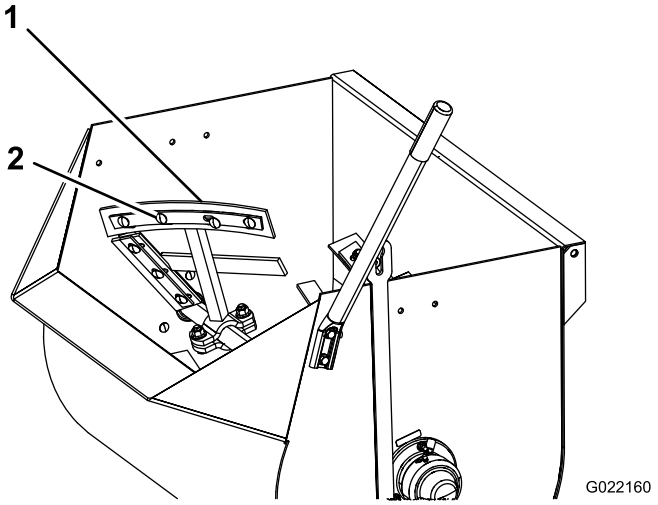
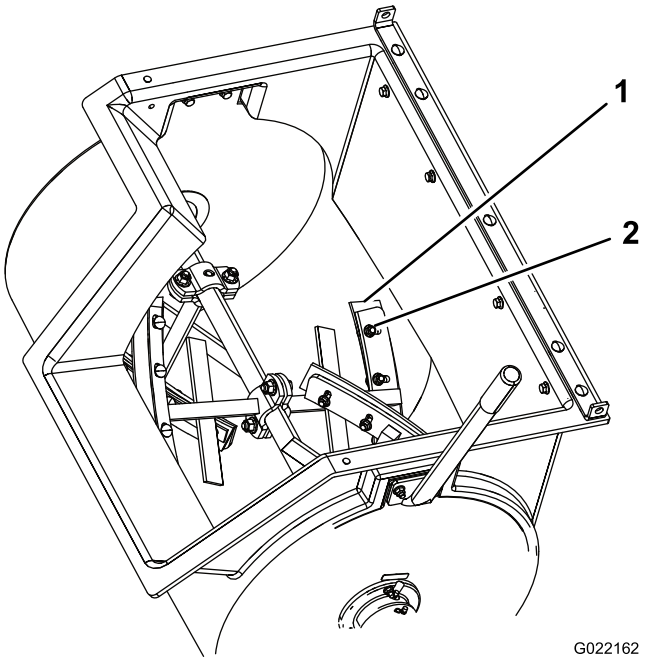
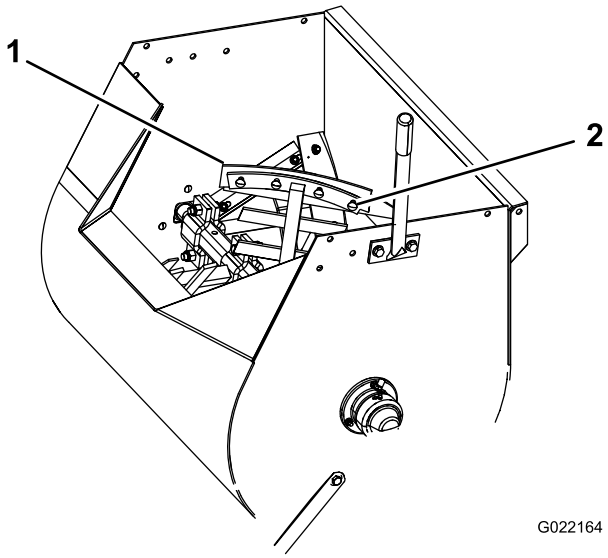

Figure 42
Figure 43
Figure 44
4. Desserrez les écrous et boulons qui fixent les lames aux pales (Figure 42, Figure 43 ou Figure 44).